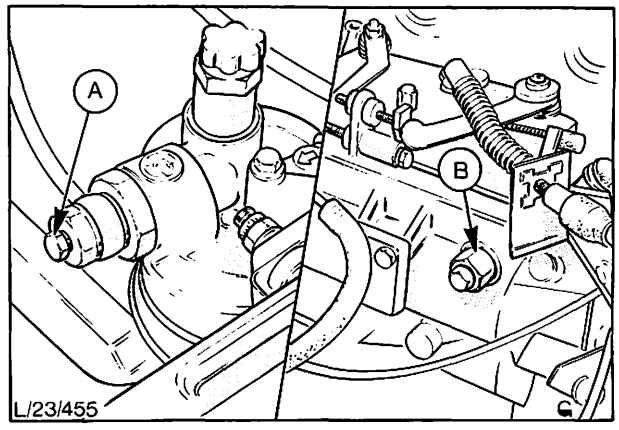

Abb. 54 Entlüftungspunkte der Einspritzanlage
9. Die gesamte Einspritzanlage entlüften, Abb. 54. In Vorgang 23 142 beschrieben.